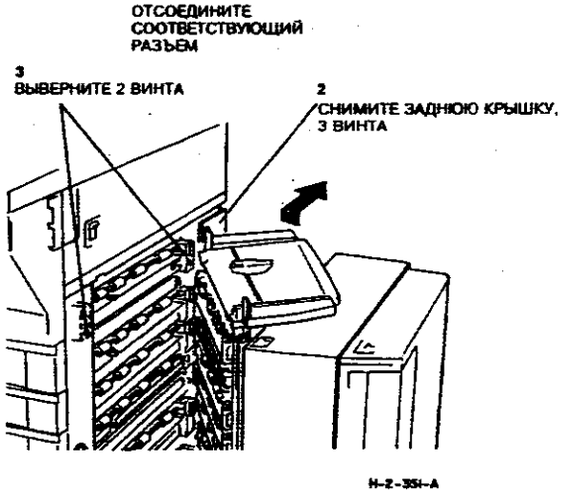

**Рисунок 1. Снятие узла податчика**
6. (Рисунок 1) Снимите соответствующий узел податчика бумаги. На рисунке показана правая крышка для копировальных аппаратов без HCF. Процедура снятия и установки одинакова для обоих типов правой крышки.